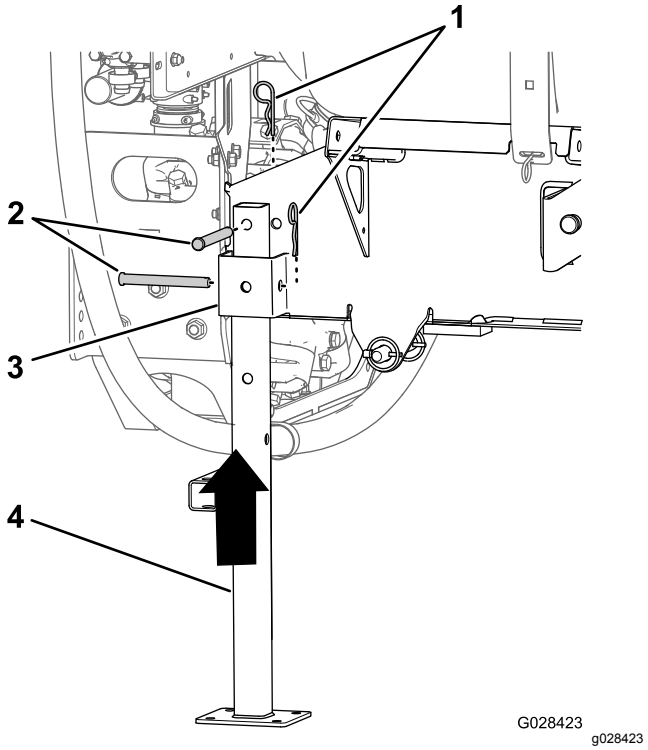

Figur 106
5. Rikta in den bakre domkraften med det bakre domkraftsstödet (Figur 106).
6. Rikta in hålet längst upp på domkraften med hålet i tankplattformens ram (Figur 106)
7. Sätt fast domkraften på stödet och ramen med två sprintbultar (½ x 4½ tum) och två hårnålssprintar (5/32 x 2⅝ tum) i enlighet med Figur 106.